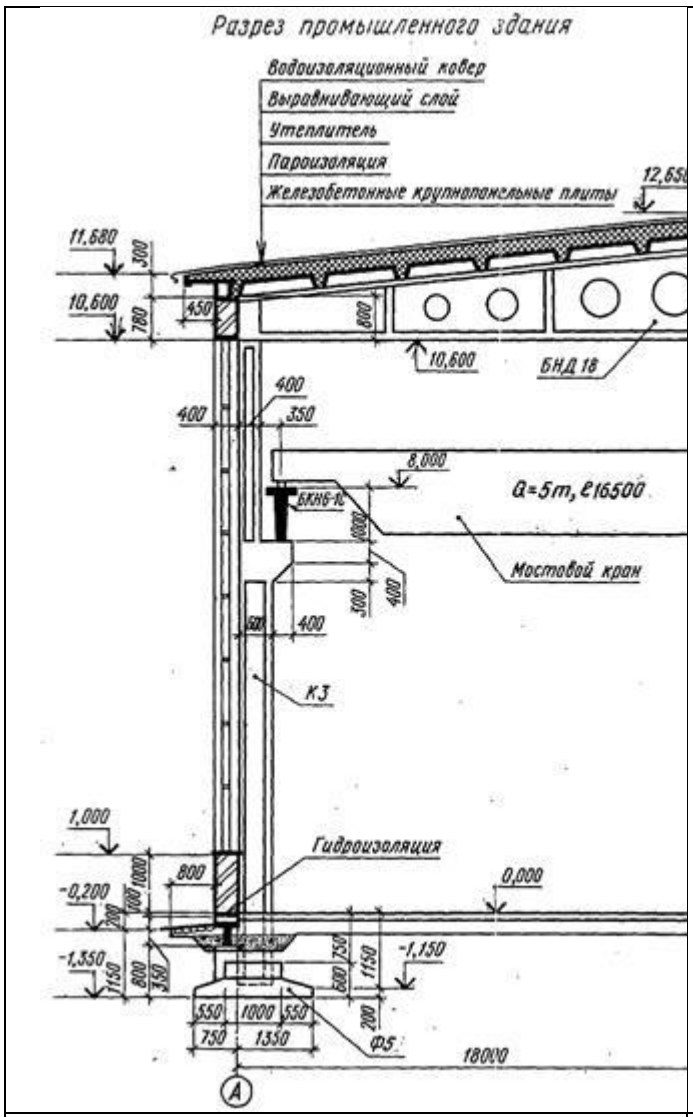

Рис.10.12 Разрез промышленного здания
1. Перечертить разрез промышленногоздания (рис.10.12), указать конструктивные элементы, показанные на разрезе